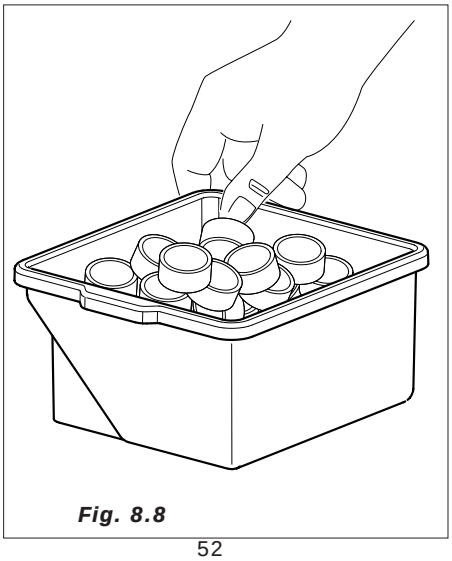

Fig. 8.8
– sacar el cubo de los posos de café,(versiones de café en grano) *(Fig.8.8)*